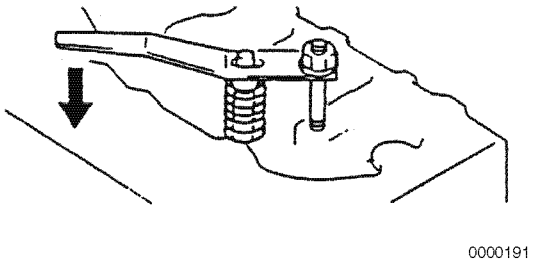

Figure 6-12
3. Using the valve spring compressor tool, compress one of the valve springs **(Figure 6-12)**.